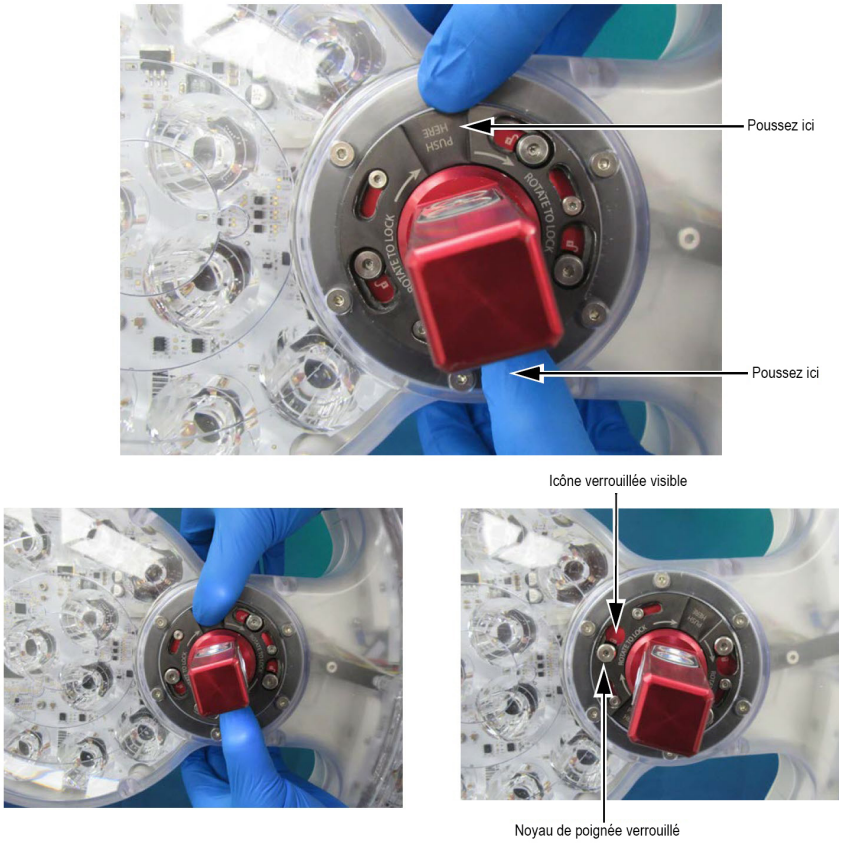

Figure 6-29. Retrait de l'âme de la poignée
2. Poussez à deux endroits comportant la mention « Push Here » (Poussez ici) sur l'âme de la poignée et tournez cette dernière dans le sens contraire des aiguilles d'une montre pour la déverrouiller. Voir *Figure 6-29*.